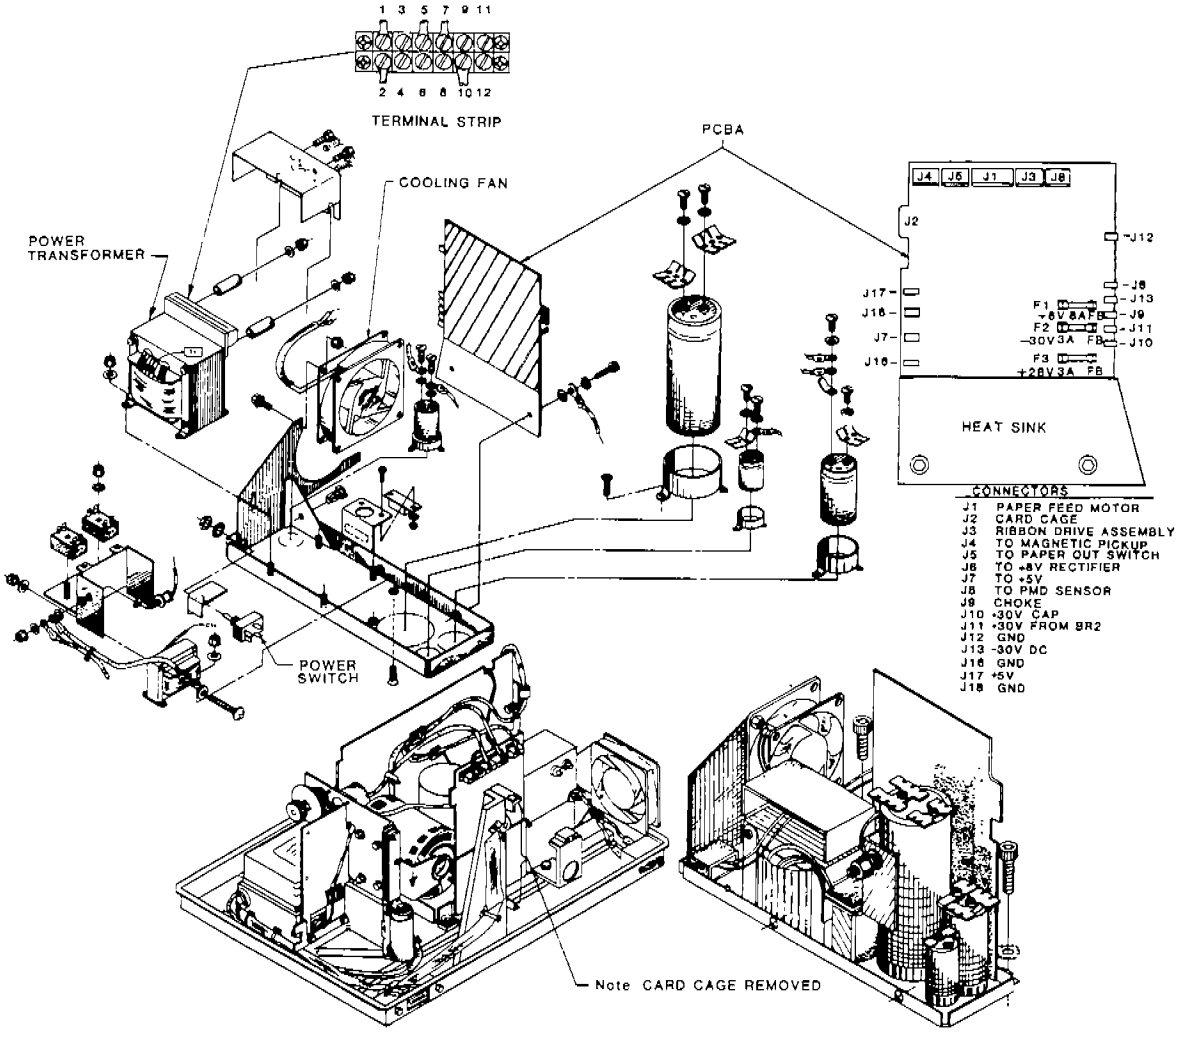

FIGURE 3-27.
Fuses for the dc power supplies are held in clips on the lower part of the Power Supply PCBA and are accessible when the card cage has been swung open. Fuses are fast blow types (Figure 3-27, top to bottom) as follows:
It is necessary to remove the Power Supply PCBA in order to replace components (other than fuses) on the PCBA (Figure 3-27).
5. Loosen the screws at terminals T1-2 and T1-10 (numbered from the left end) and remove the fan motor wires from the terminals (Figure 3-27).